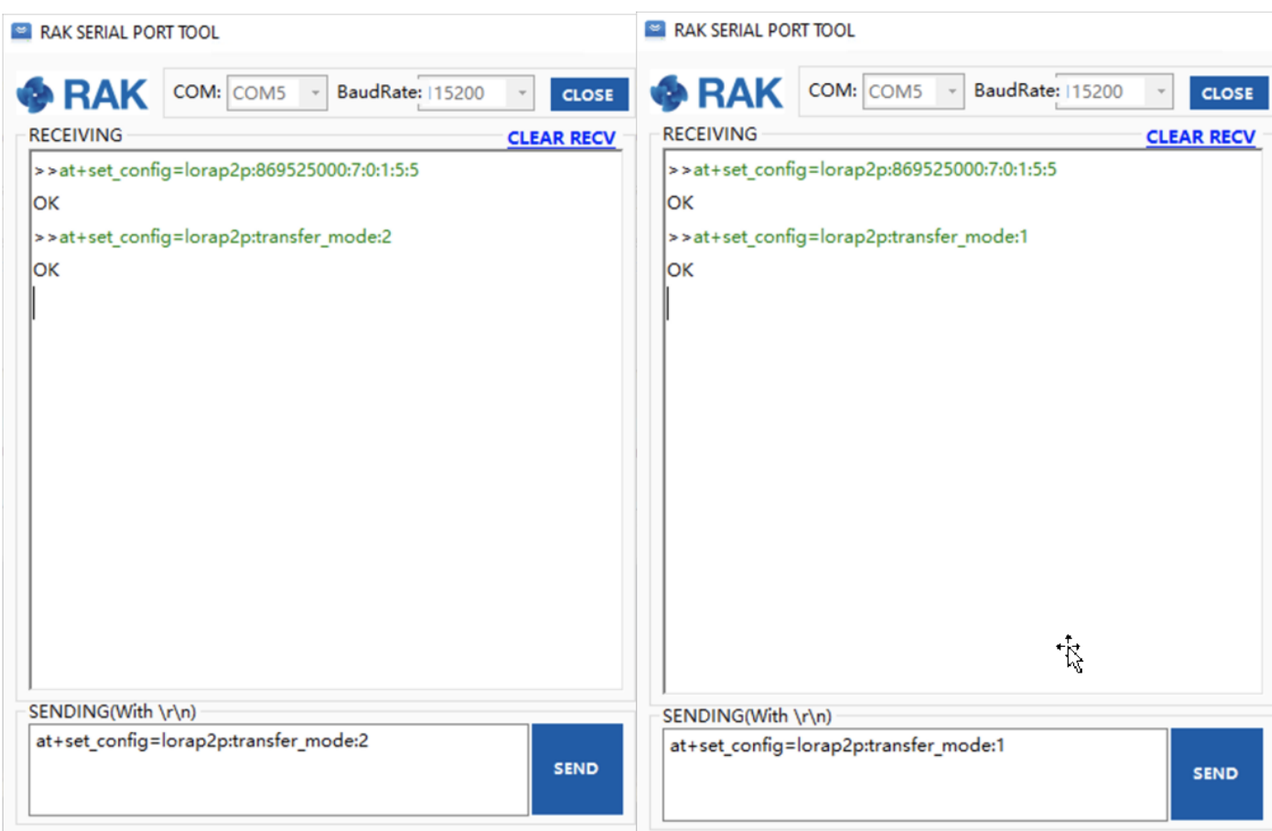

Figure 56: Set the module in the sender (left) and in the receiver (right) mode
4. Next, set the transmission mode of the module. In this example, Unit 1 is set to sender mode, and unit 2 is set to receiver mode by AT command. See **Figure 56**.